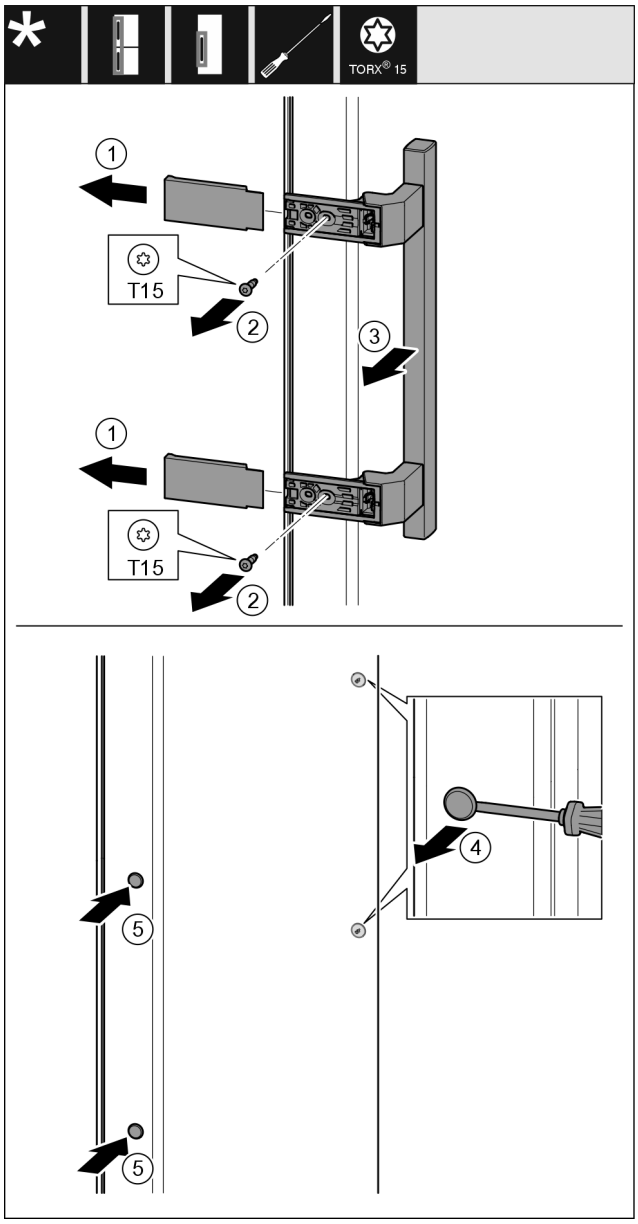

Fig. 10
- ▶ Desprindeți capacul. *Fig. 10 (1)*
- ▶ Desfaceți și demontați șuruburile cu șurubelnița Torx 15. *Fig. 10 (2)*
- ▶ Detașați mânerul. *Fig. 10 (3)*
- ▶ Ridicați și scoateți dopul lateral cu precauție cu o șurubelniță plată. *Fig. 10 (4)*
- ▶ Montați din nou dopul pe cealaltă parte. *Fig. 10 (5)*